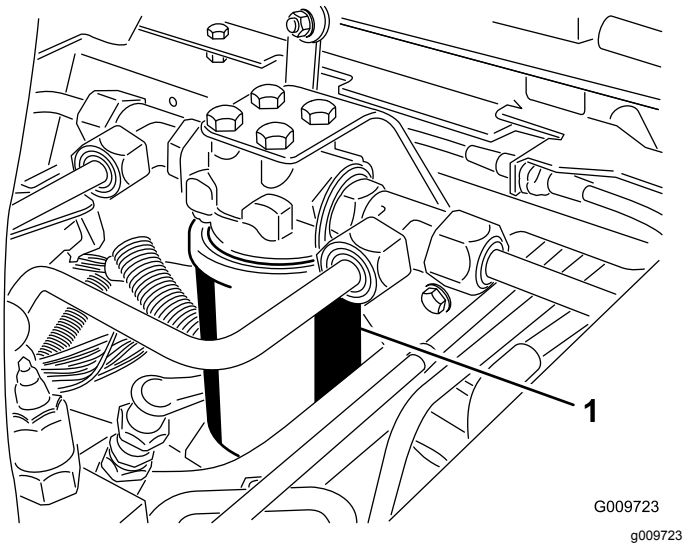
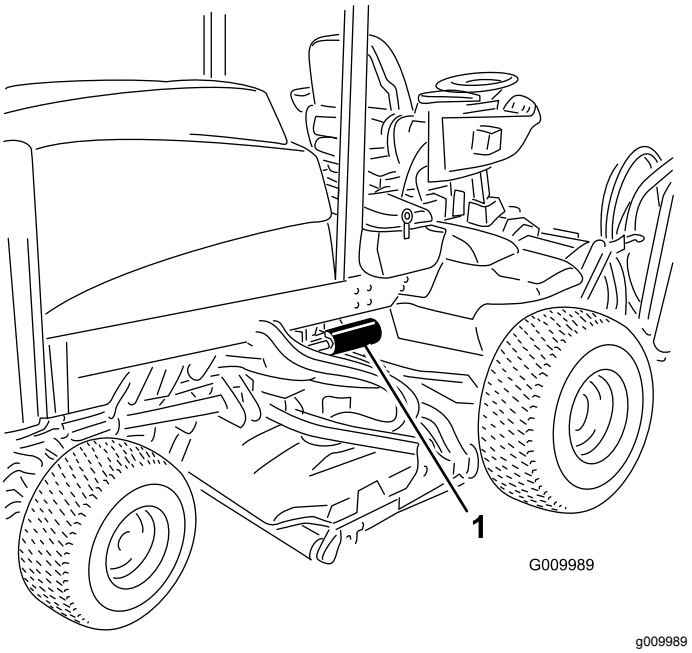

Rysunek 56
Rysunek 57
2. Wyczyść obszar wokół mocowania filtra. Umieścić miskę pod filtrem i zdemontuj filtr (Rysunek 56 oraz Rysunek 57).